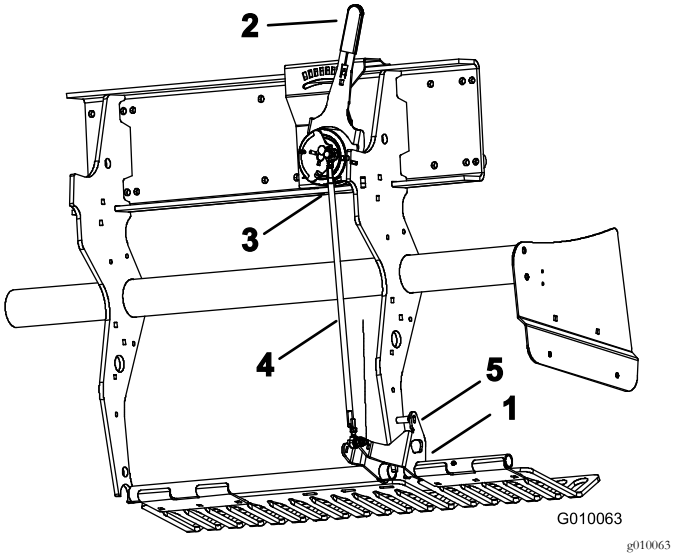

Figur 58
2. Vrid det vänstra gräsmatteskyddets monteringsfäste (Figur 58) uppåt tills en låspinne (5/16 silverstål eller bult) kan föras in mellan fästet och djupinställningsröret som är svetsat till ramen.
3. Flytta reglaget för luftarpinnsdjupet (Figur 58) till ”H”-inställningen (den djupaste).
4. Koppla bort utombordskulbrytaren (Figur 58) från ledningsnätet (huvud lågt-brytare).
5. Lossa kontramuttrarna (till vänster och höger) på dragstången för djupjustering (Figur 58).